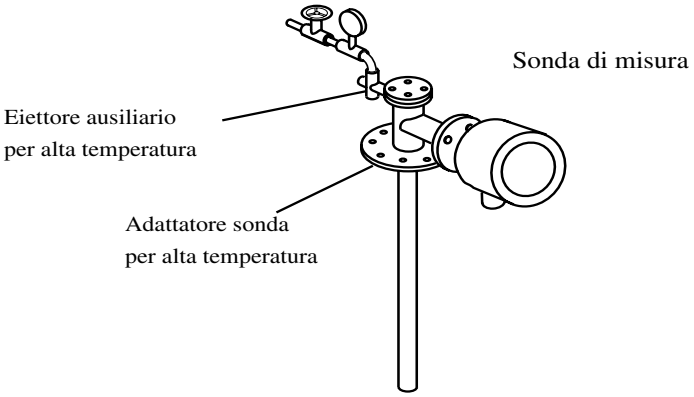

Figura 4.3 Montaggio dell'eiettore ausiliario
- Se viene utilizzata una sonda di misura per alta temperatura e se il gas da misurare ha una pressione negativa, collegare l'eiettore ausiliario al foro di scarico del gas campione sull'adattatore sonda per alta temperatura (vedi sezione 4.1.4, Figura 4.3).
- Se il gas da misurare ha una pressione negativa, connettere l'eiettore ausiliario (E7046EC / E7046EN) come illustrato alla figura 4.3. Installare il manometro il più vicino possibile all'eiettore ausiliario. Se la temperatura ambientale è troppo alta, installare il manometro in un punto con una temperatura inferiore a 40°C.
- Se viene utilizzata una sonda di misura per alta temperatura e se il gas campione ha una pressione negativa, collegare l'eiettore ausiliario al foro di scarico del gas campione sull'adattatore sonda per alta temperatura (vedi sezione 4.1.4, Figura 4.3).